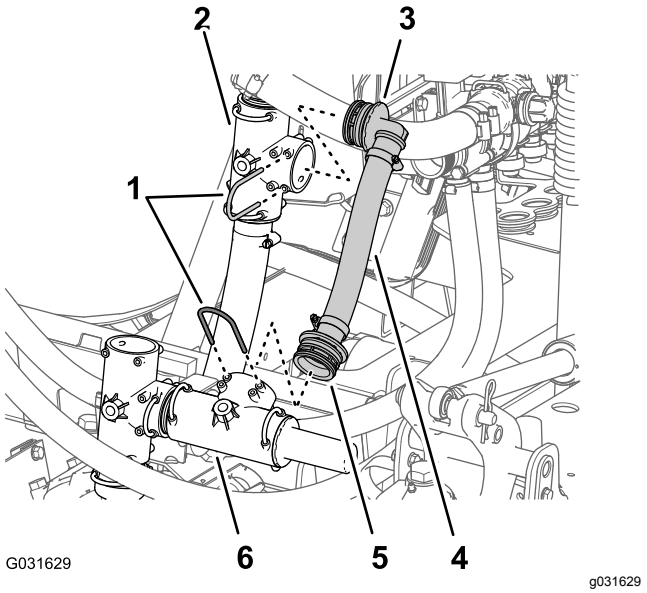

Figur 34
1. Fjern holderen som fester innløpsslangens rette kobling med mothaker på trykkavlastningsslangen til trykkavlastningsventilen for spredersystemet (Figur 34).
2. Fjern holderen som fester 90°-koblingen med mothaker for trykkavlastningsslangen til T-stykket for forsyningskretsen til sprederpumpen (Figur 34).
3. Fjern trykkavlastningsslangen og koblingene fra maskinen (Figur 34).